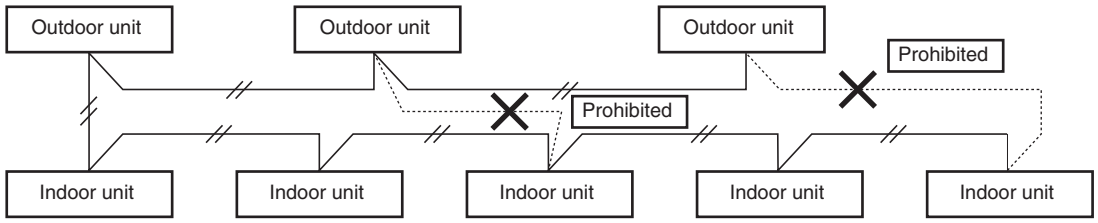

Fig. 4-3
(2) Do not install the inter-unit control wiring in a way that forms a loop. (Fig. 4-3)